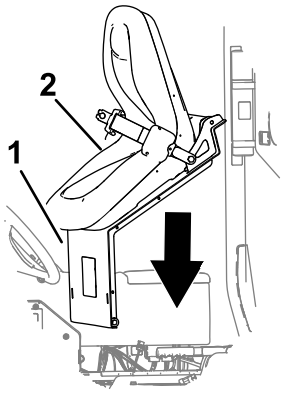

Figur 222
1. Ret sædet og sædepladen ind efter maskinens chassis (Figur 222).